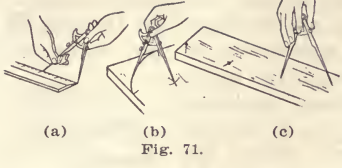

Fig. 71.
60. **Use of the Dividers.**—Dividers, with sharp points, are used for describing circles and arcs (b in Fig. 71), subdividing distances (c in Fig. 71), and for scribing. In setting dividers, the thumb screw binding upon the wing is loosened enough to allow the legs to be
adjusted. See **a** in Fig. 71. The thumb screw is then tightened and finer adjustment made, if necessary, with the thumb nut on the end of the wing. In describing arcs or circles, the dividers should be held leaning slightly forward, with one leg stationery and the other swung either to the right or left. In stepping off distances, the dividers are swung about each leg alternately and the point set down along a given line. In scribing, one point follows a given line and the other scratches a line parallel to the given line. This method is used on curved and irregular surfaces.